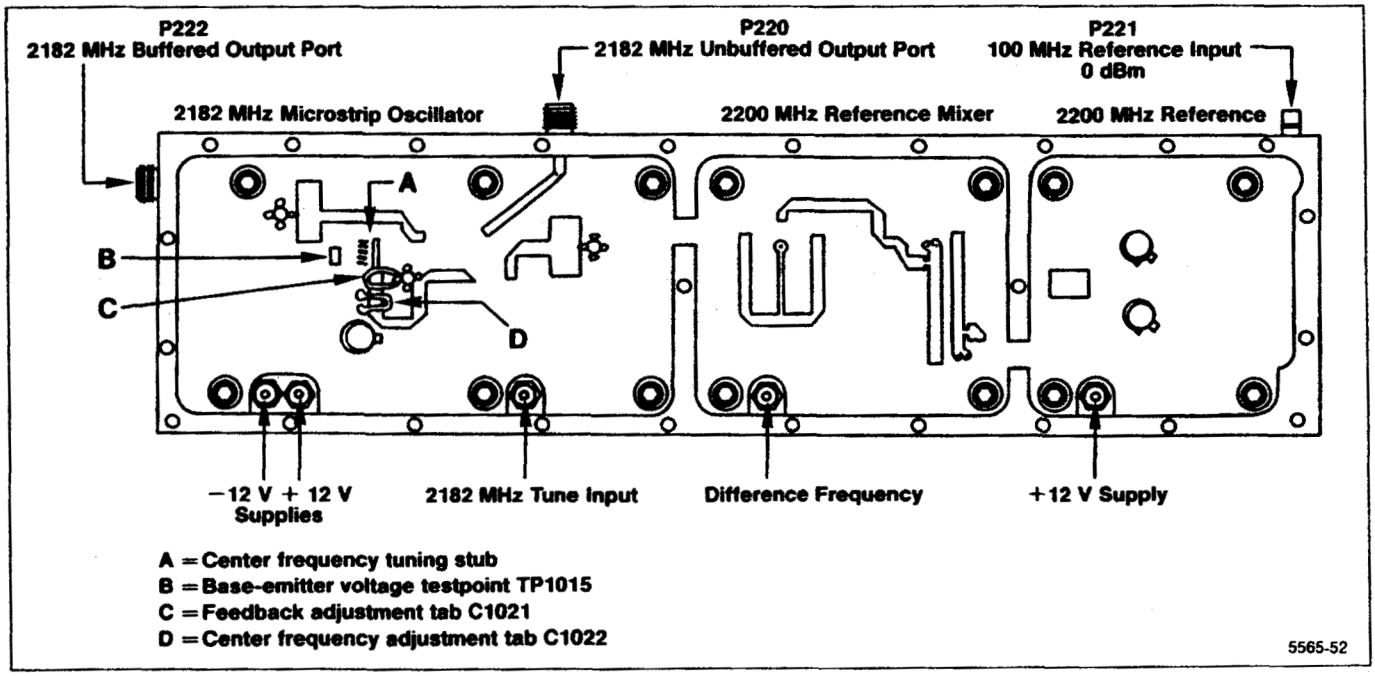

Figure 6-21. 2182 MHz 2nd LO adjustment and test point locations.
Install a 50Ω terminator on the 2182 MHz buffered output port, P222, (see Figure 6-21).
e. Bend the feedback and frequency adjusting tabs, C1021 and C1022 (C and D in Figure 6-21) so they are approximately 30 degrees above the board surface.
h. Check Vbe at TP1015 (B in Figure 6-21). If Vbe is greater than +0.5 V, push the feedback adjustment tab down slightly and if less than –0.3 V, lift the tab. If Vbe is greater than +0.8 V, replace the microstrip oscillator board. If Vbe is more negative than –1 V, check the bias circuitry. Adjust the tab so Vbe is +0.15 V, ±0.05 V at TP1015. Do not touch the feedback tab while measuring voltages.
i. Check that the 2nd LO signal (frequency) is within one major division of the center graticule line (2.181 GHz to 2.183 GHz). Bend the frequency adjustment tab C1022 (D in Figure 6-21) to bring the oscillator within tolerance. (Bend the tab up to increase frequency and down to lower frequency.)
j. If unable to bring the oscillator frequency within range with the adjustment tab, the frequency of the 2182 MHz oscillator can be brought within range of the adjustment tab by shortening a transmission line stub (A in Figure 6-21). Graduation marks along the side of the stub provide a guide to calculate frequency correction. Each minor mark from the end or cut across the stub, represents an approximate change of 25 MHz.
b. Confirm that the output signal frequency is 18 MHz ±1 MHz. Adjust the tab C1022 (Figure 6-21) for the 2182 MHz Microstrip Oscillator, to bring the 18 MHz within the 1 MHz tolerance.
(1) Vary the voltage to the 2182 MHz tune line between 0 V and −12.5 V and note the frequency change at C2204 (the output of the 2200 MHz Reference Mixer).
(2) The frequency should vary between 20 MHz and 35 MHz as the tune line voltage is varied between 0 V and −12.5 V.